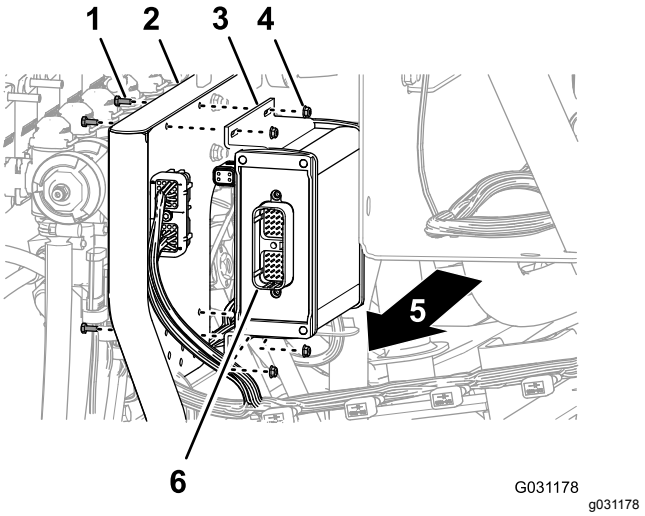

Figur 160
1. Rikta in sprutreglaget mot framsidan av ventilfästet med kontakten med 40 stift utåt (Figur 160).
2. Montera sprutreglaget på ventilfästet (Figur 160) med de fyra skruvarna (4 x 10 mm) och fyra flänslåsmuttrarna (4 mm).